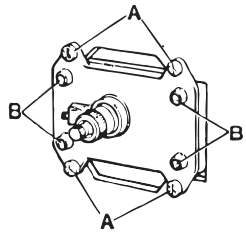

Fig. 16
• Secure the mechanism with the 4 selftapping screws supplied (Fig. 16) and remove the lever.
• Fit the cover. Make sure the tabs snap properly into the lugs (B fig. 16).